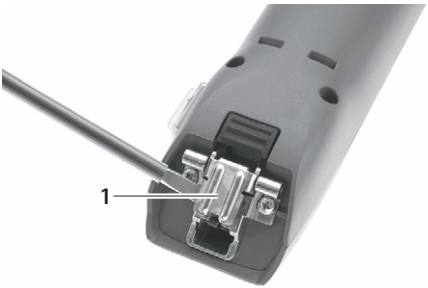

Abb. 1
- Bei geschlossenem Messerscharnier: Messerscharnier **1** mit Schraubendreher aufklappen, siehe Abb. 1.